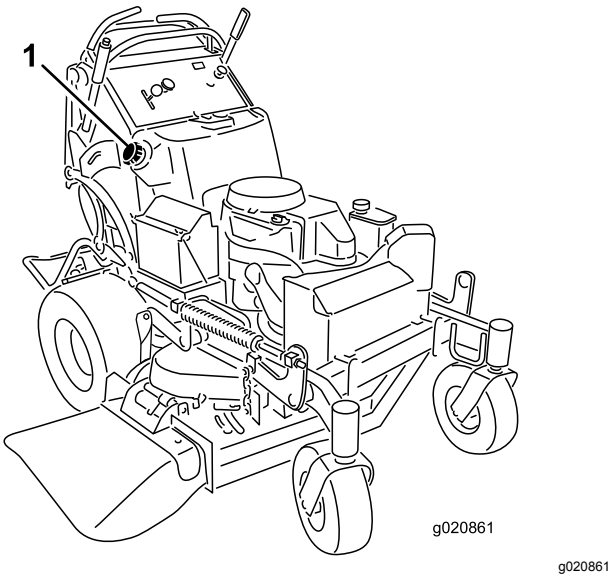

Figuur 50
5. Tap met behulp van de sifonpomp de brandstof in een schone jerrycan (Figuur 50).